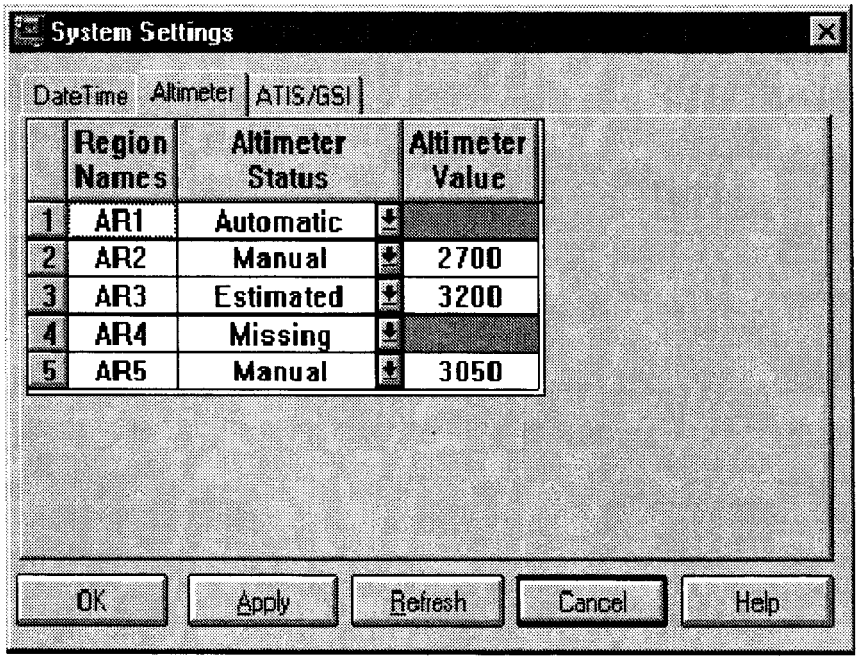

FIGURE 4-20. SYSTEM SETTINGS WINDOW — ALTIMETER
5. Altimeter tab (Figure 4-20).